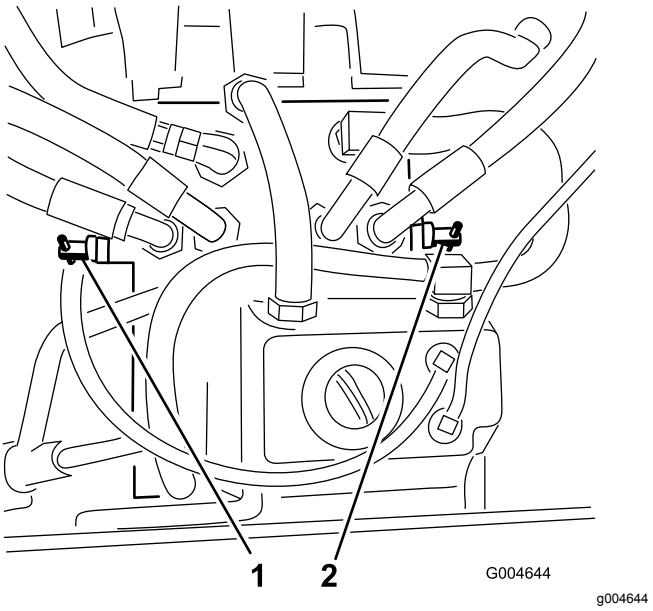

Rysunek 26
2. Znajdź zawory obejściowe (Rysunek 26) i obróć każdy zawór obejściowy o 1 obrót w lewo.
4. Zamknij zawory, obracając każdy z nich o 1 obrót w prawo (Rysunek 26).